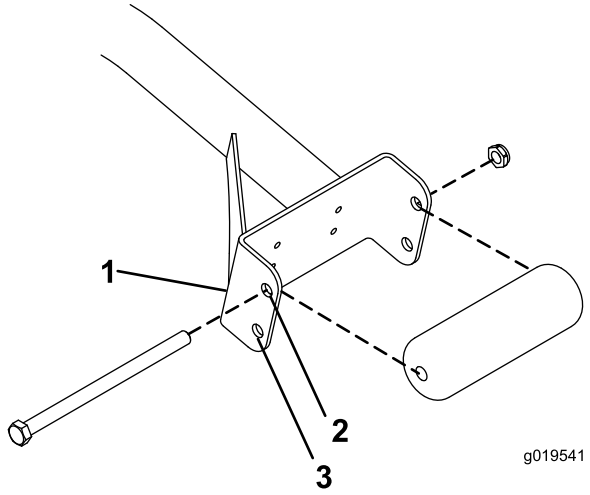

Figura 3
- Si utiliza unidades de corte de 27 pulgadas, Instale los rodillos con los taladros de montaje superiores del soporte (Figura 3 acanaladuras).
- Si utiliza unidades de corte de 32 pulgadas, Instale los rodillos con los taladros del soporte de montaje inferior (Figura 3 acanaladuras).